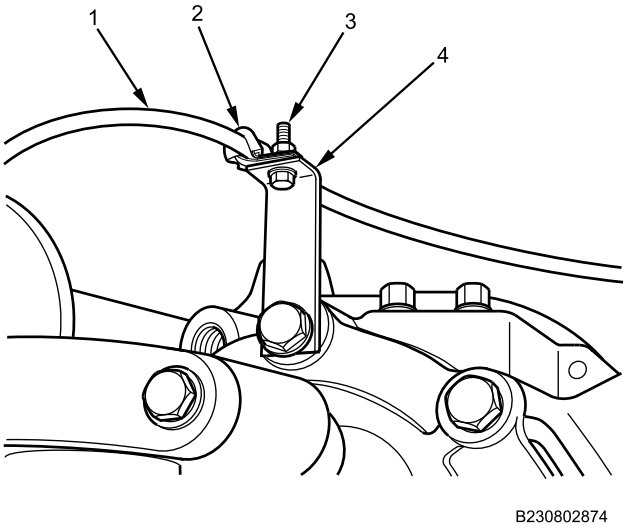

Figure 2. Front Axle Shift Cylinder Air Line Bracket.
2. Remove bolt and nut (Figure 2, Item 3) from clamp (Figure 2, Item 2) and front axle shift cylinder air line bracket (Figure 2, Item 4) on transfer case.
3. Remove clamp (Figure 2, Item 2) from RED front axle shift cylinder air line (Figure 2, Item 1) on transfer case.